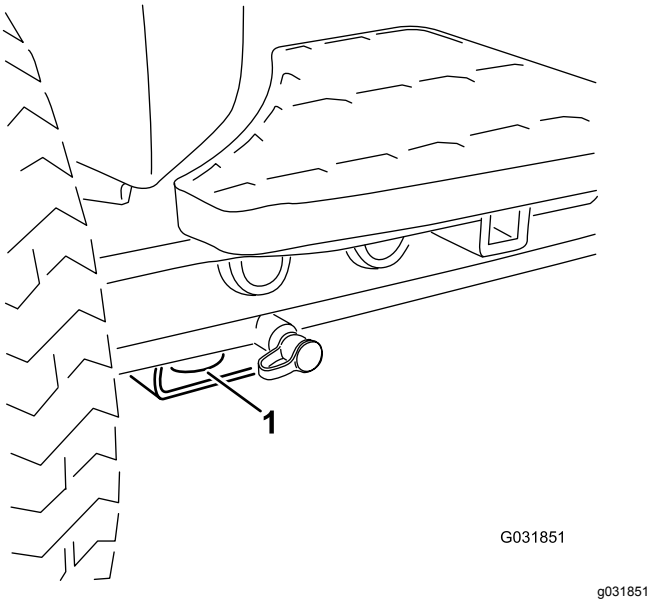
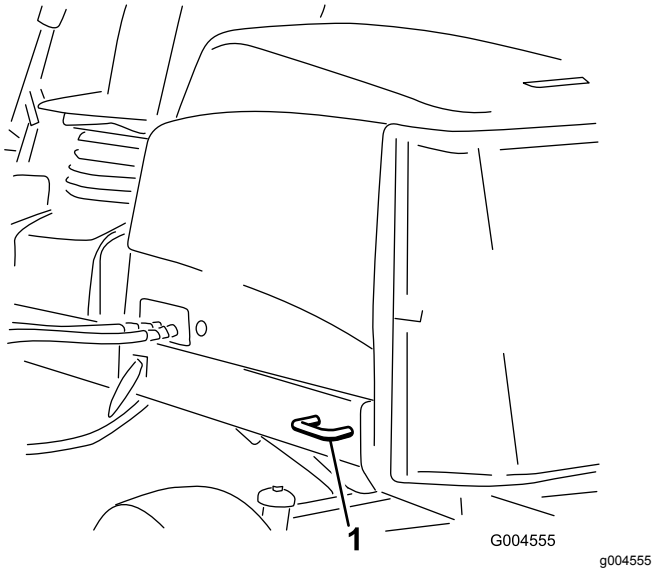

Figur 69
Figur 70
- Fastgør maskinen forsvarligt. Både de forreste og bageste stropper bør føres ned og udad fra maskinen; Se Figur 69 og Figur 70.
- For – hullet i den rektangulære plade, under akselrøret, indvendigt i forhold til hvert fordæk (Figur 69)
- Bag – på begge sider af maskinen på bagstellet (Figur 70)